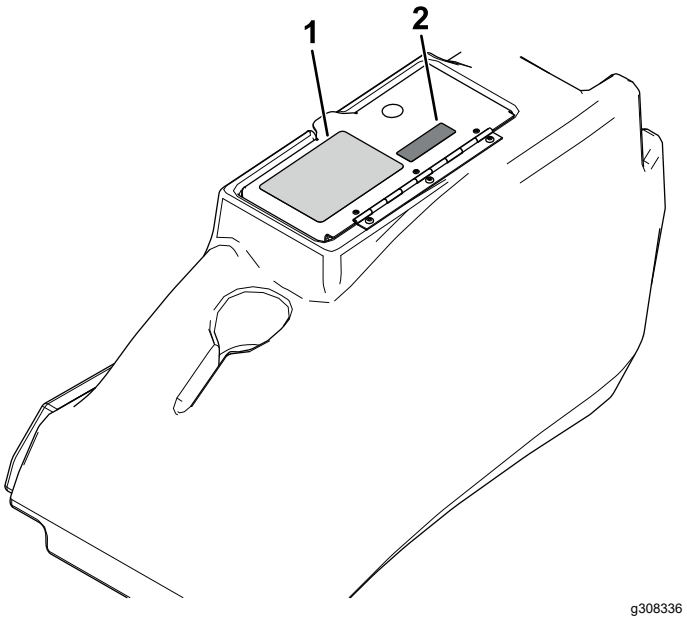

Figuur 11
17. Breng de hellingsensorsticker aan naast de sticker voor machinestabiliteit op het deksel van de opslagruimte (Figuur 11).